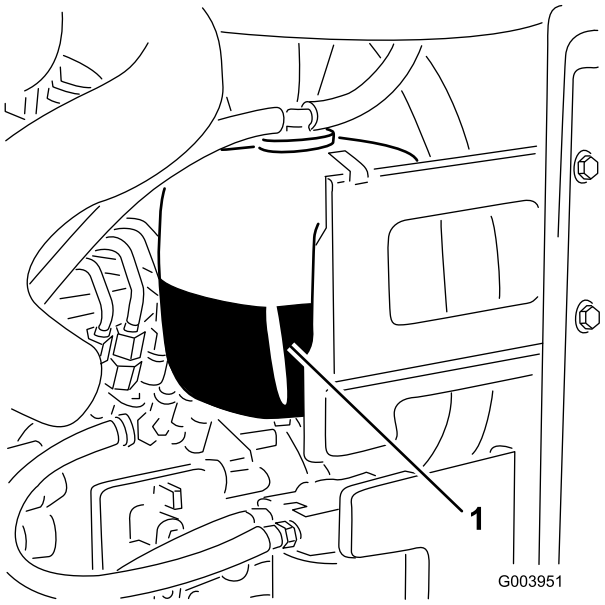

**Figura 30**
1. Compruebe el nivel de refrigerante en el depósito de expansión (Figura 30).